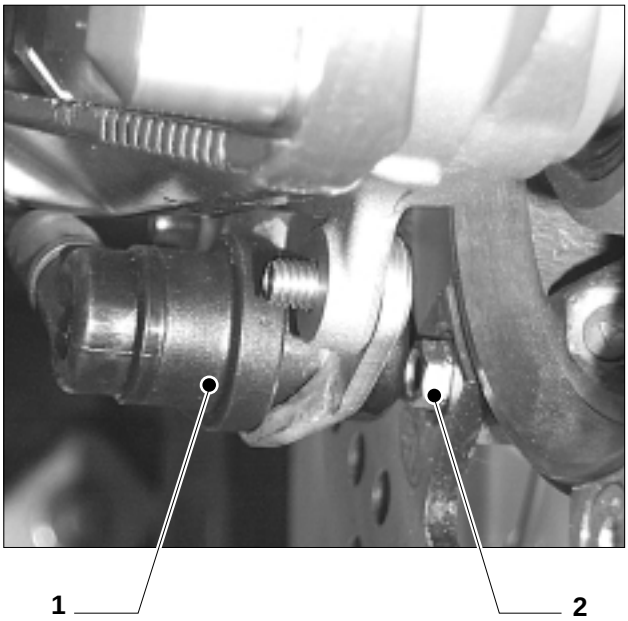

Fig. 7
1.8 ÷ 2 mm. (fig.7)
To prevent speedometer failures, the distance between magnet (**2**) and sensor (**1**) must be of 1,8 ÷ 2 mm. (fig.7)
Um Funktionsstörungen des Tachometers zu vermeiden, muss der Abstand zwischen dem Magneten (**2**) und dem Sensor (**1**) 1,8 ÷ 2 mm betragen. (Siehe Abb. 7)
(fig.7)